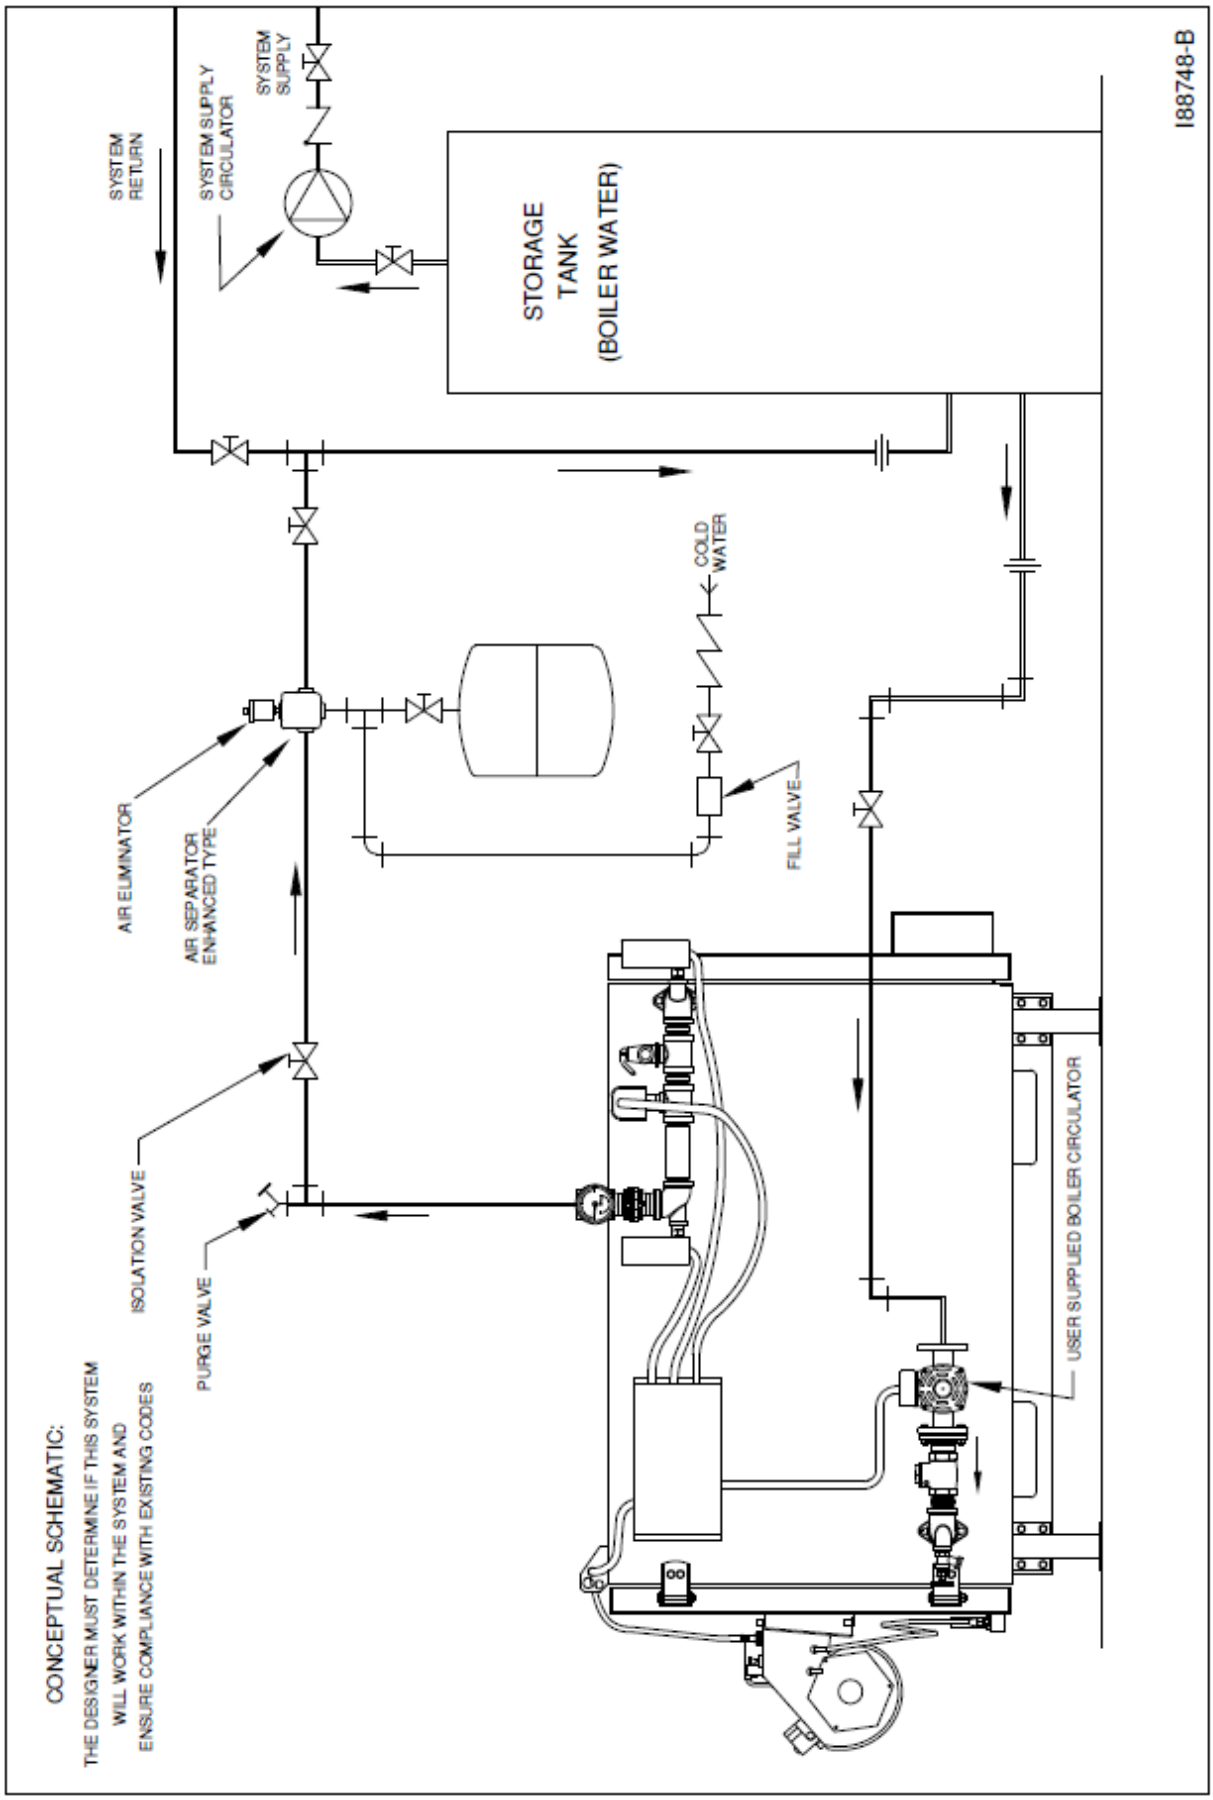

Figure 10B - Model CB-350-CTB with Additional Larger Storage Tank
(2) ***In low load conditions,*** Clean Burn recommends the installation of a larger storage tank next to the CTB to extend the run time and to reduce the occurrence of short cycling. Position the tank close to the boiler to reduce the required connective piping as shown in sample configuration, Figure 10B.